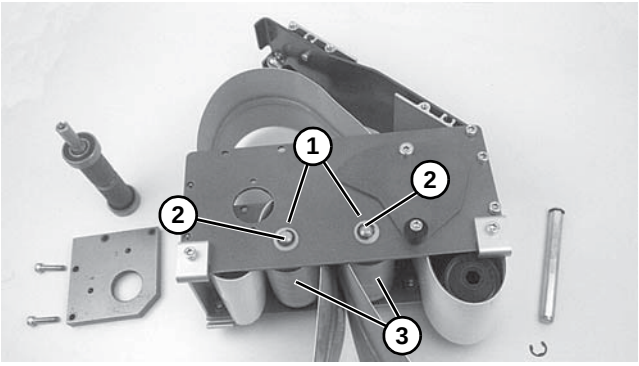

Figure 49
- For 2" (44 mm), 3" (70 mm) or 4" (95 mm) wide conveyor, detach E-ring clips and remove washers **(Figure 49, item 1)**. Remove pulley shafts **(Figure 49, item 2)** and pulleys **(Figure 49, item 3)**.